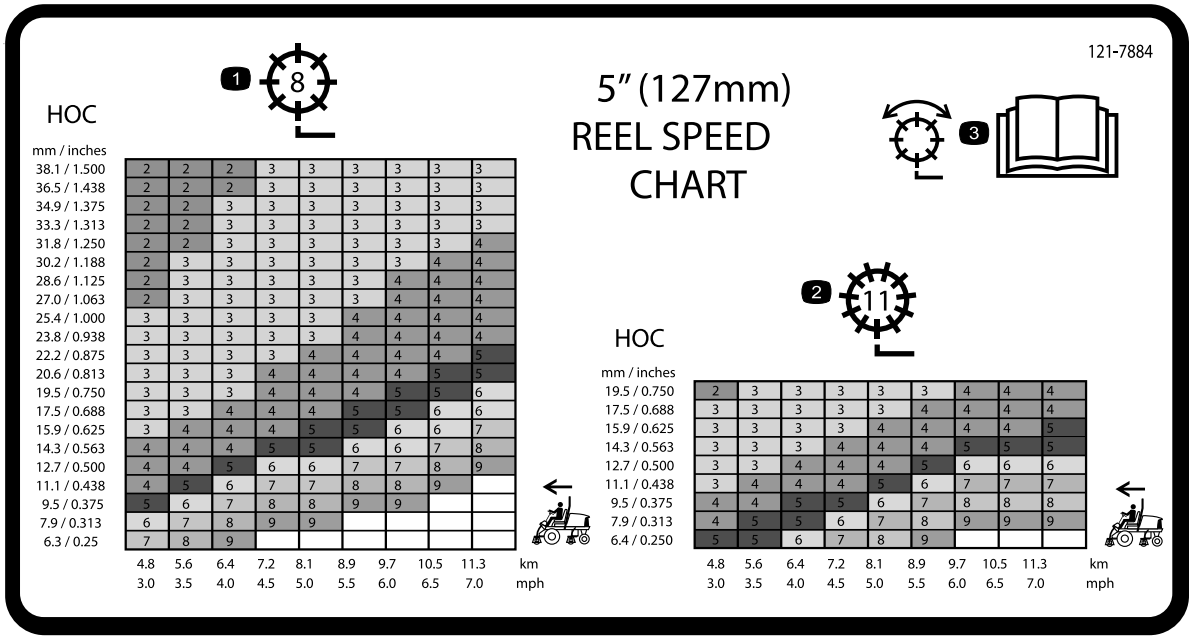
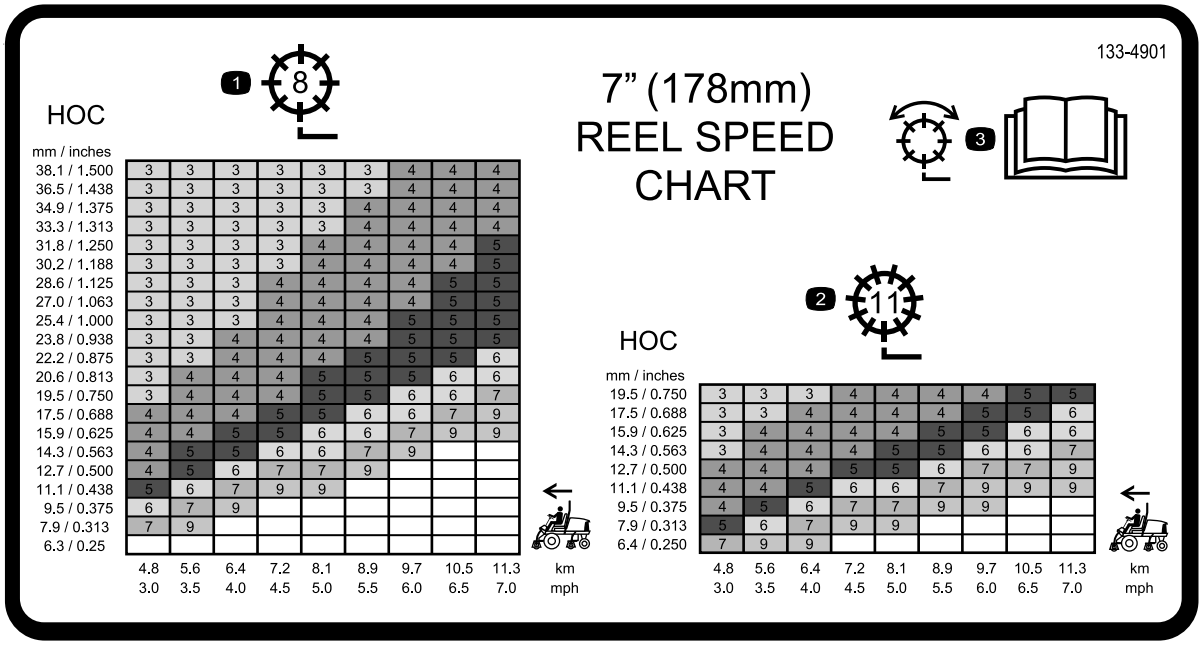

Figuur 40
Figuur 41
3. Raadpleeg de tabel op de stickers met messenkooitoerentallen (Figuur 40 en Figuur 41) om het juiste messenkooitoerental te bepalen.